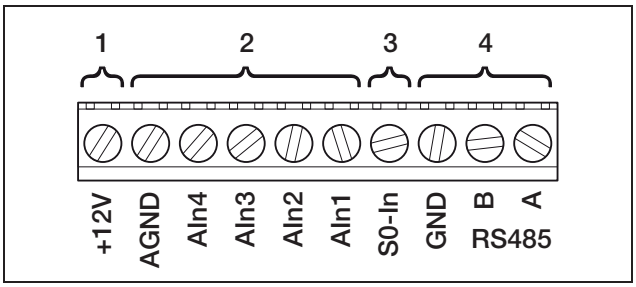

Abbildung 64: *Kabelklemme*
- Schließen Sie die Leitungen entsprechend der Anschlussbelegung (Abbildung 64 und Tabelle 11) an der Klemme an.
Auf der Klemme für analoge Schnittstellen (Abbildung 64) befinden sich Anschlüsse für die serielle **RS485-Schnittstelle**. Über RS485 können, abhängig von den benutzten Wechselrichtern, bis zu 200 Wechselrichter vernetzt werden.
- Schließen Sie die Leitungen entsprechend der Anschlussbelegung (Tabelle 8) an der Klemme (*4* in Abbildung 64) an.